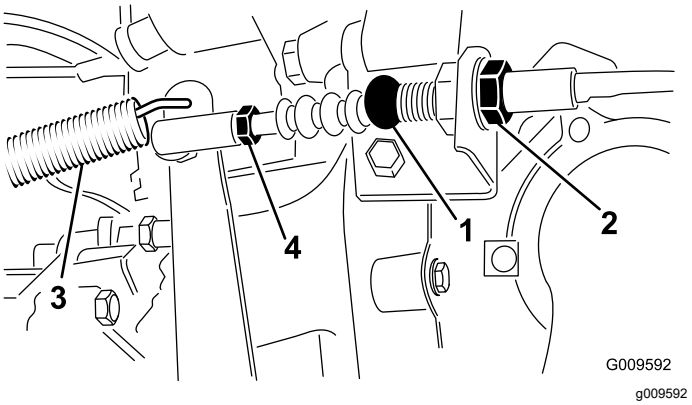

Figur 68
1. Lossa kontramuttrarna som håller kopplingsvajern vid fästet på balanshjulkåpan (Figur 68).